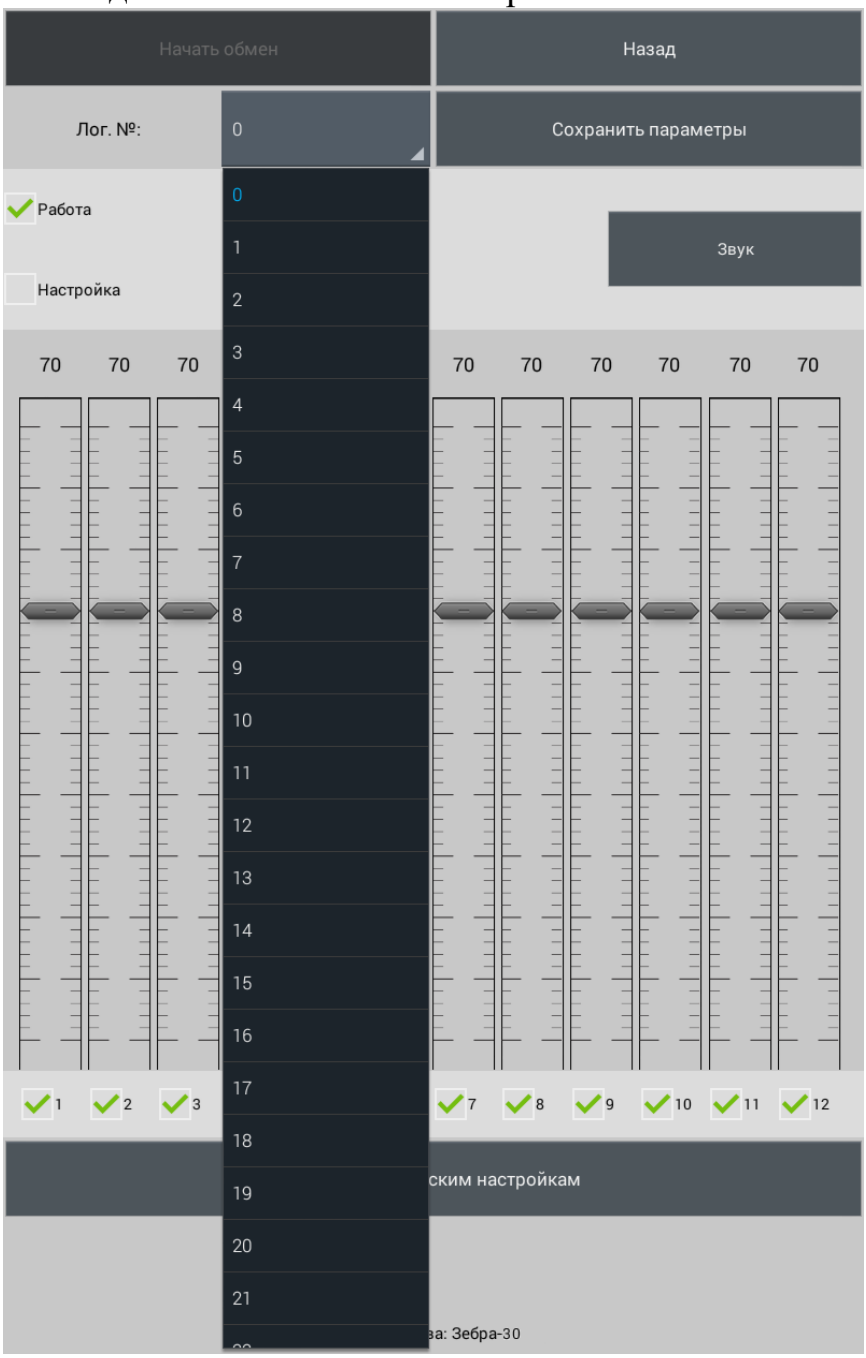

Рисунок 2.20
8) Для смены логического номера необходимо выбрать из списка новый логический номер (рисунок 2.20). После успешной смены логического номера всплывет надпись «Логический номер изменен».